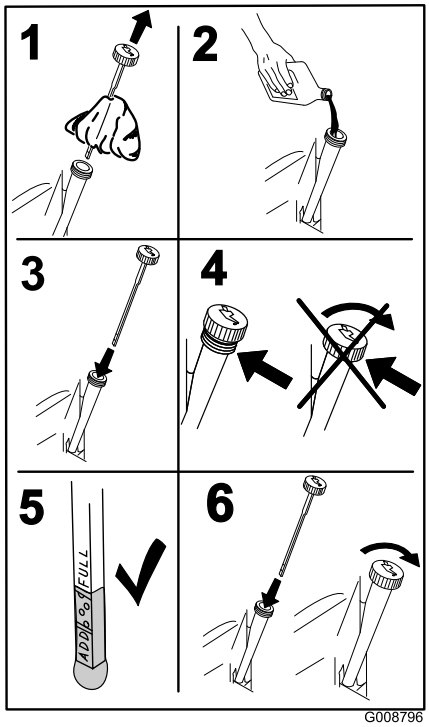

Figuur 46
4. Giet langzaam ongeveer 80% van de gespecificeerde olie in de vulbuis en voeg langzaam de rest van de olie toe tot het peil de markering **Vol** bereikt (Figuur 46).